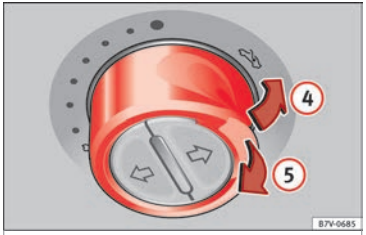

Fig. 58 On the interior roof lining: Press the button and pull on it to lift and close the sliding sunroof.
››› Fig. 58
- *Panoramic sliding sunroof:* Within 5 seconds of triggering the anti-trap function, pull the control all the way back ››› **Fig. 58** (arrow (E)) until the panoramic sliding sunroof closes fully.